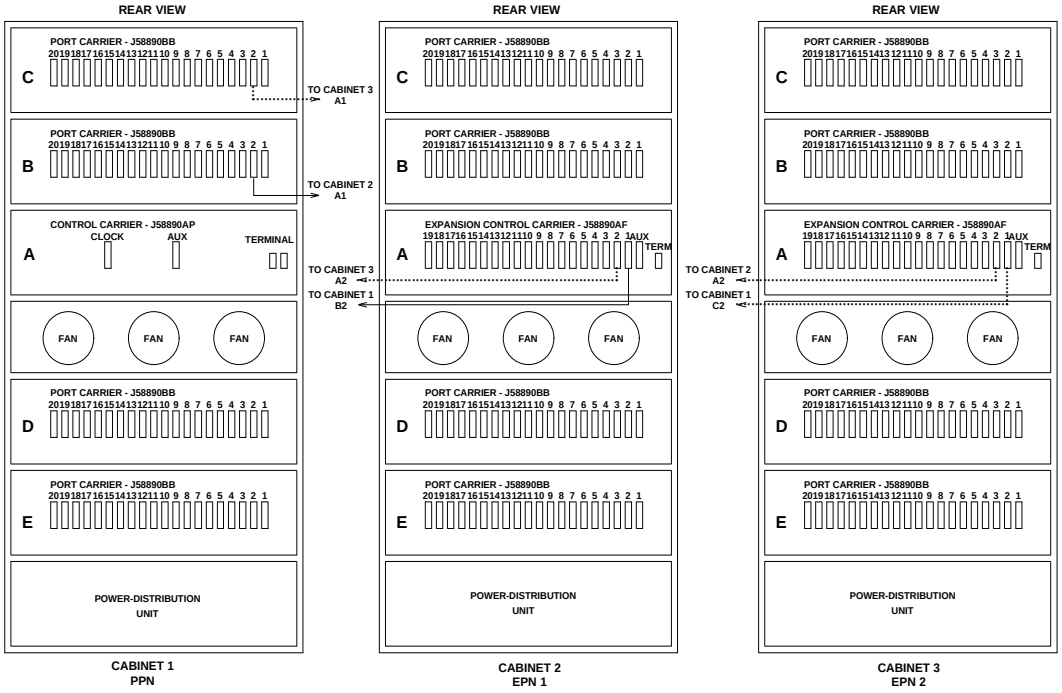
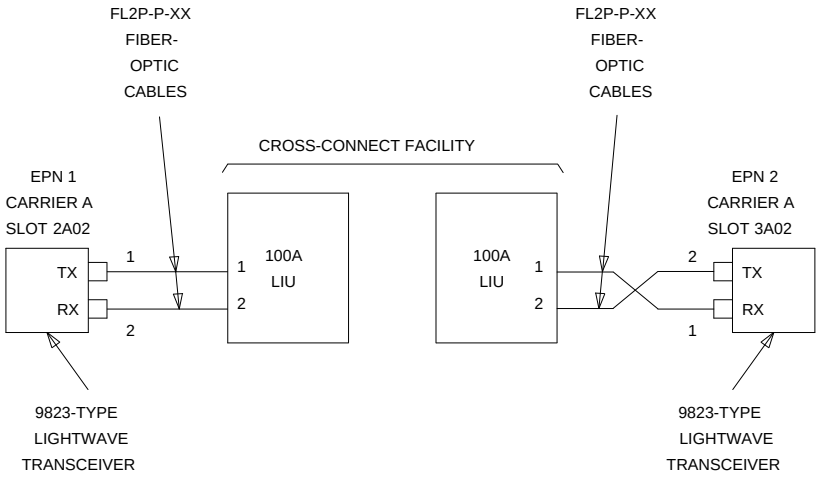

Figure 4-13. Standard-Reliability G3r V4 with Two or Three Port Networks
Figure 4-16. Fiber-Optic Connections EPN1 to EPN2
1. Behind port carrier B of PPN cabinet 1 (see Figure 4-13 through Figure 4-16):